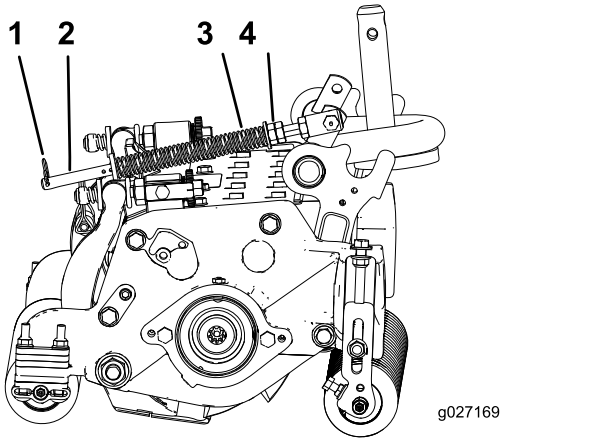

Figura 19
1. Asegúrese de que el pasador de horquilla está instalado en el taladro del extremo de la varilla del muelle (Figura 19).
2. Apriete las tuercas hexagonales del extremo delantero de la varilla del muelle hasta que la longitud comprimida del muelle sea de 15,9 cm (Figura 19).